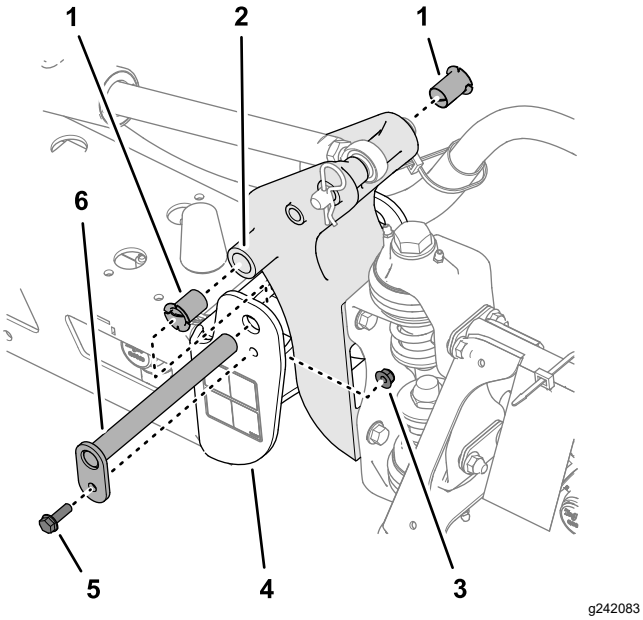

Bild 113
3. Entfernen Sie die Schraube und die Mutter, mit denen der Lagerbolzen befestigt ist, und nehmen Sie den Bolzen ab (Bild 113).
5. Nehmen Sie die Nylonbüchsen vorne und hinten an der Schwenkhalterung ab und prüfen Sie sie (Bild 113).
6. Tragen Sie etwas Öl auf die Nylonbüchsen auf und setzen Sie diese in die Schwenkhalterung ein (Bild 113).
7. Fluchten Sie die Löcher in der Schwenkhalterung mit den Löchern im Endkanal aus (Bild 113).